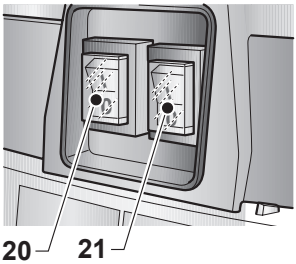

Fig. 13
- Selon la puissance exigée, il est possible de démarrer un seul moteur en positionnant l'interrupteur (20 Fig. 13) sur "I" ou bien en appuyant sur les deux interrupteurs (20-21 Fig. 13) si une force d'aspiration majeure est nécessaire.
- Appuyez les interrupteurs (20-21 Fig. 13) sur "0" pour désactiver le dispositif; lumières, s'il est les interrupteurs sont éteints.